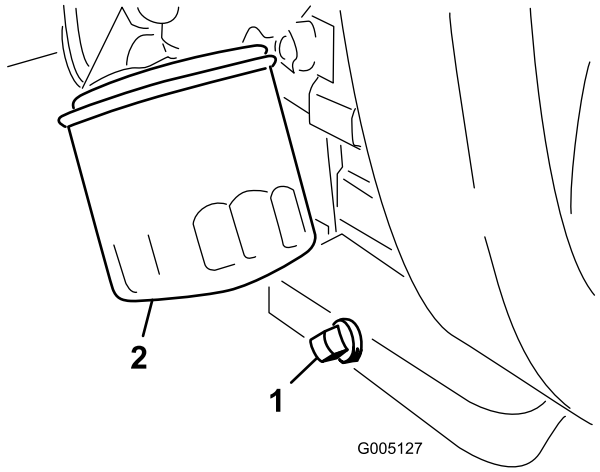

Figur 45
1. Fjern tappepluggen (Figur 45), og la oljen renne ned i et tappefat. Når oljen slutter å renne, setter du tappepluggen på igjen.
2. Ta av oljefilteret (Figur 45). Stryk et tynt lag med ren olje på den nye filterpakningen.